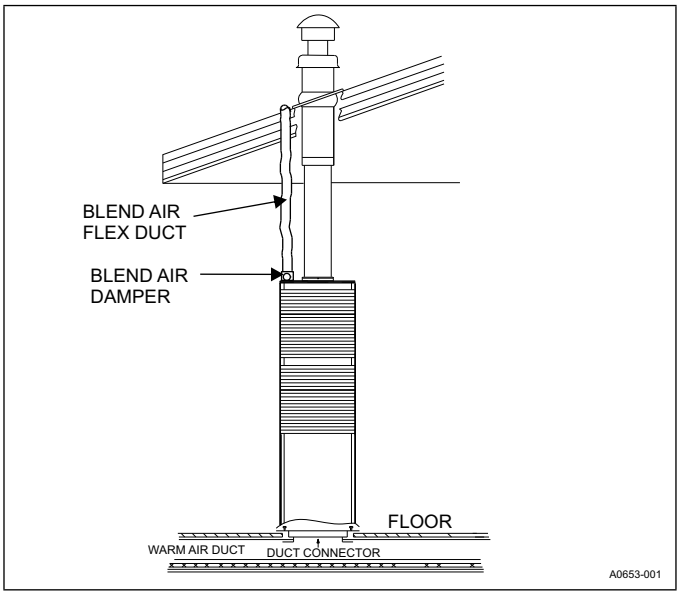

**Figure 13:** Floor installation
1. **Furnace filter rack:** A return filter rack with two standard throwaway type filters are supplied on all models. The return filter rack is located on the inside of the louvered door. This type of filter rack is designed for two standard air filters only. Pleated media or washable filters cannot be used in this filter rack because they cause too much pressure drop causing a reduction in airflow. See **Figure 13**.